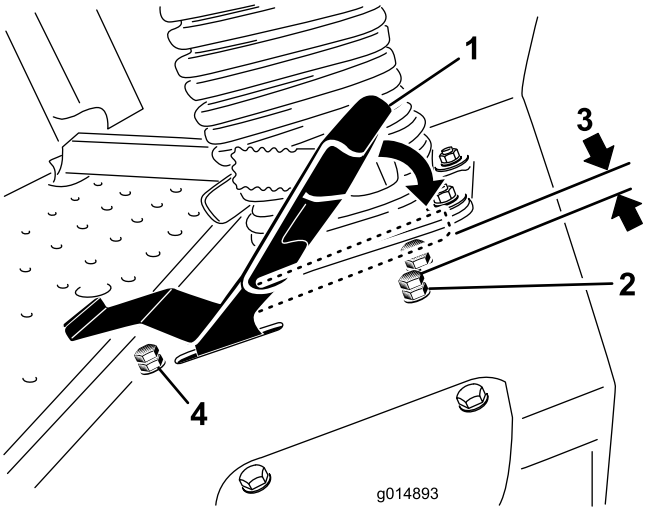

Figur 60
3. Løsne låsemutteren på stoppbolten for trekkpedalen (Figur 60).